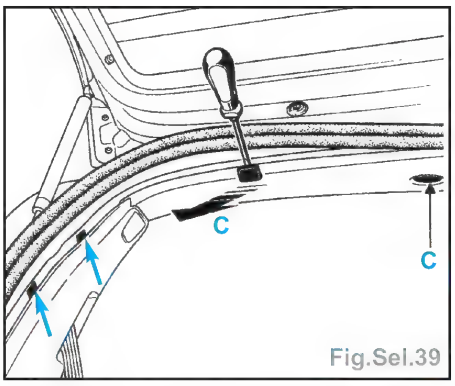

Fig.Sel.39
- A l'aide d'un tournevis plat, retirer les agrafes de maintien de pare-soleil et le clips de maintien de la garniture de pavillon (C) (Fig.Sel.39).